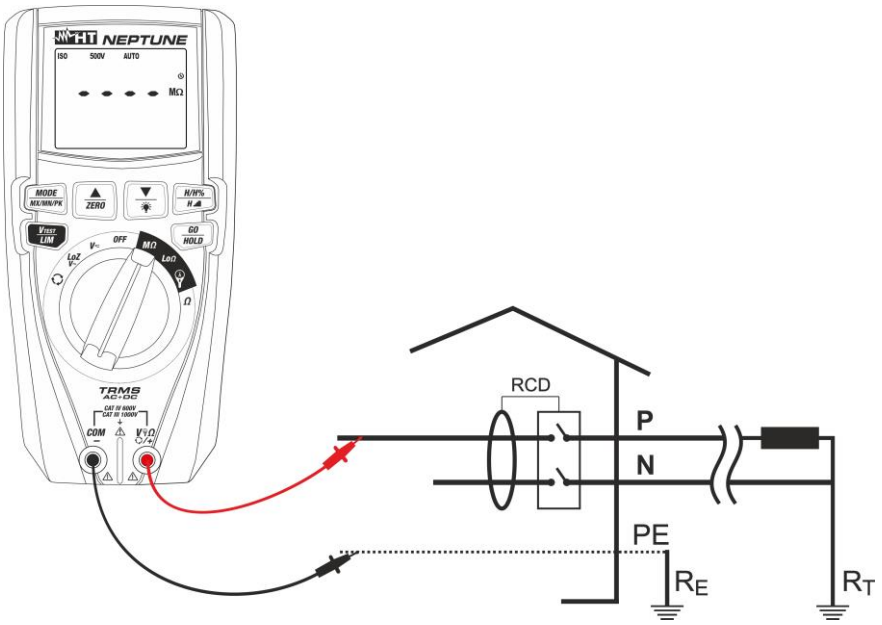

Fig. 15: Uso do instrumento para medir a resistência de isolamento pelo modo AUTO
7. Inserir o condutor vermelho no terminal de entrada **VΩ/+** e o condutor preto no terminal de entrada **COM/–** e eventuais terminais com crocodilo e ligar o instrumento à instalação em exame (ver Fig. 15)